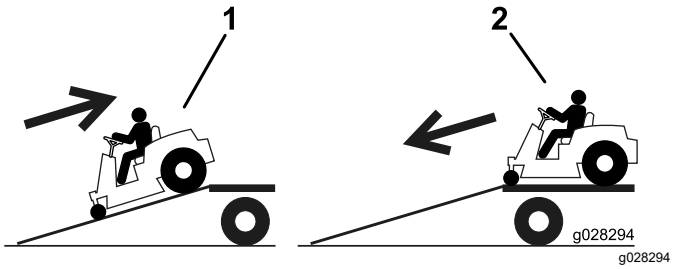

Figur 15
2. Kör maskinen framåt nedför ramper (Figur 15).